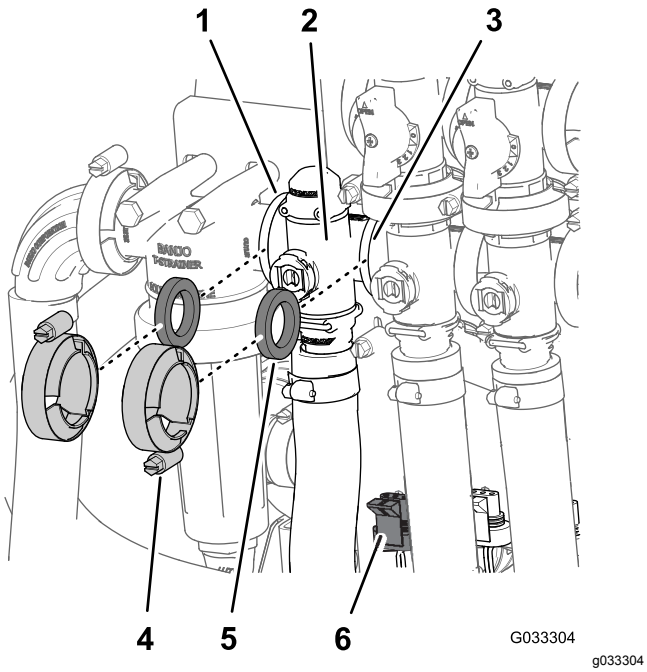

Figur 62
1. Ta bort klämmorna och packningarna som håller fast sprutmängdsventilens grenrör (Figur 62).